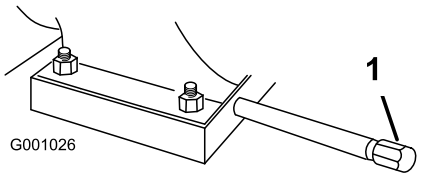

Figur 52
1. Rengjør området rundt oljetappepluggen (Figur 52).